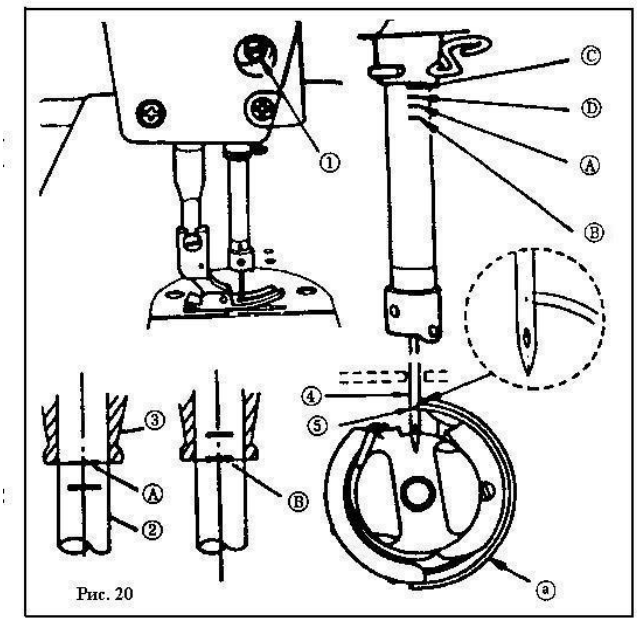

Рис. 20
14. СООТНОШЕНИЕ ИГЛА – ЧЕЛНОК (Рис. 20).